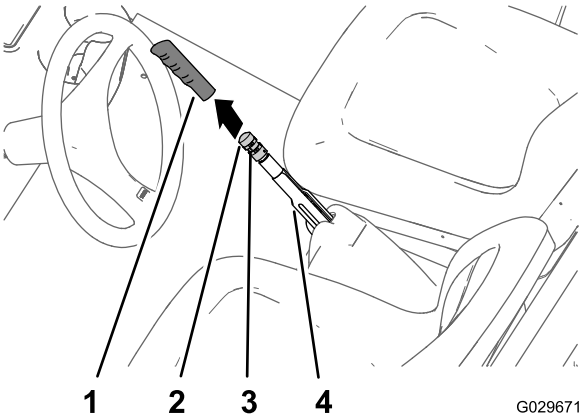

Rysunek 63
1. Zdejmij uchwyt z dźwigni hamulca postojowego (Rysunek 63).
2. Poluzuj śrubę ustalającą mocującą pokrętło regulacyjne do dźwigni hamulca postojowego (Rysunek 63).
3. Przekręcaj pokrętło regulacyjne hamulca aż do zaciągnięcia dźwigni hamulca postojowego wymagana będzie siła od 133 do 156 N-m (Rysunek 63).
4. Dokręć śrubę ustalającą i załóż chwyt dźwigni (Rysunek 63).
1. Zdejmij chwyt z dźwigni hamulca postojowego (Rysunek 63).
2. Poluzuj śrubę ustalającą (Rysunek 63) mocującą pokrętło regulacyjne do dźwigni hamulca postojowego, zwolnij hamulec postojowy i poluzuj pokrętło regulacyjne.
5. Przekręcaj pokrętło regulacyjne hamulca (Rysunek 63) aż do zaciągnięcia dźwigni hamulca postojowego wymagana będzie siła od 133 do 156 N-m.
C. Przekręcaj pokrętło regulacyjne hamulca (Rysunek 63) aż do zaciągnięcia dźwigni hamulca postojowego wymagana będzie siła od 133 do 156 N-m.
- Dokręć śrubę ustalającą i załóż chwyt dźwigni (Rysunek 63).